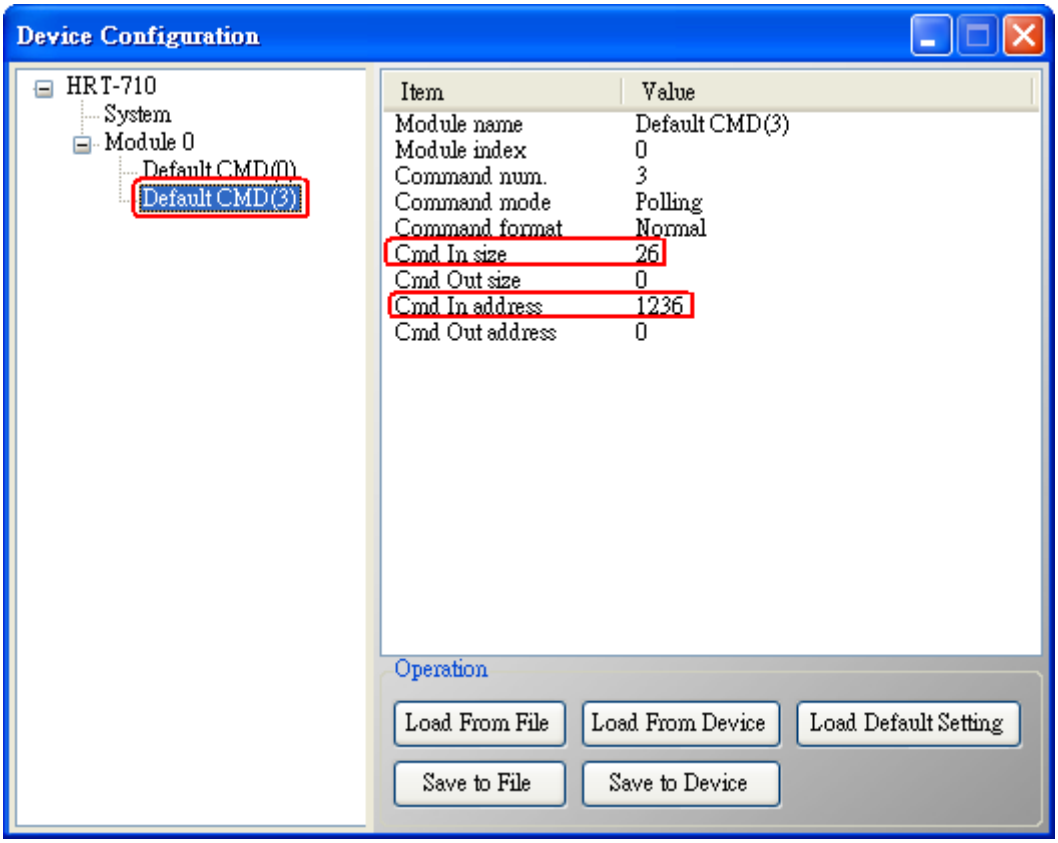

Figure 6-1 “Default CMD(3)” of HART device in HRT-710
(1) When adding a new HART device to HRT-710, the “Default CMD(3)” will be added automatically. The Modbus start address and length of the “Default CMD(3)” will show in the “Cmd In address” and “Cmd In size” field like Figure 6-1. In the example they are 1236 (For MB Addr = 618 = 0x026A) and 26 (byte count=26 => word count=13).